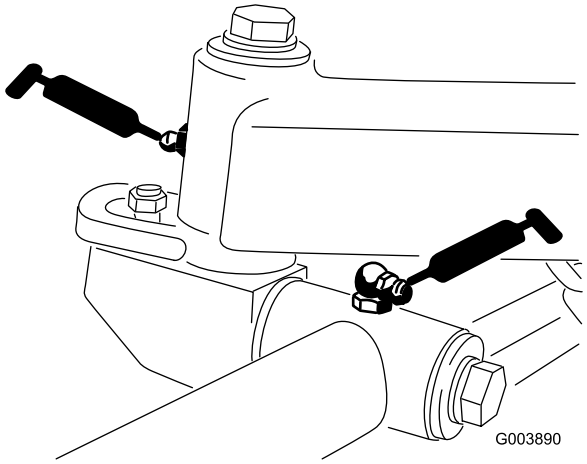

**Figuur 43**
- 2 smeernippels op het draagframe en het draaipunt van elk maaidek (10 in totaal) (Figuur 43)